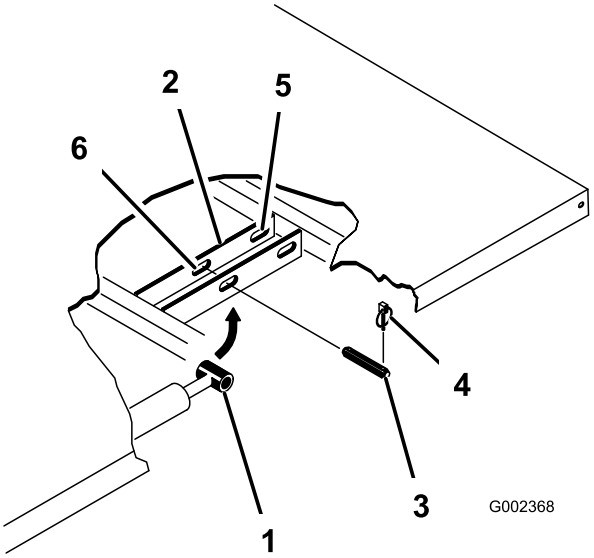

Figuur 30
2. Verwijder de lynchpennen van de uiteinden van de gaffelpennen van de cilinderstang (Figuur 30).
3. Verwijder de gaffelpennen waarmee de uiteinden van de cilinderstang vastzitten aan de bevestigingsplaten van de laadbak, door de pennen naar binnen te drukken (Figuur 30).
4. Verwijder de lynchpennen en de gaffelpennen waarmee de draaibeugels zijn bevestigd aan de framebalken (Figuur 30).